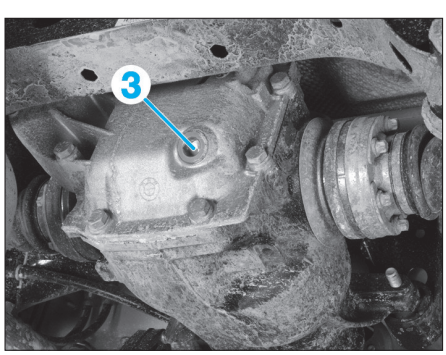

Fig. 17
• Déposer le bouchon de remplissage d'huile (3) (**Fig.17**).
• Au besoin, faire l'appoint d'huile de pont arrière jusqu'au bord inférieur de l'orifice du bouchon de remplissage d'huile (3).
• Remplacer le bouchon de remplissage d'huile (3).